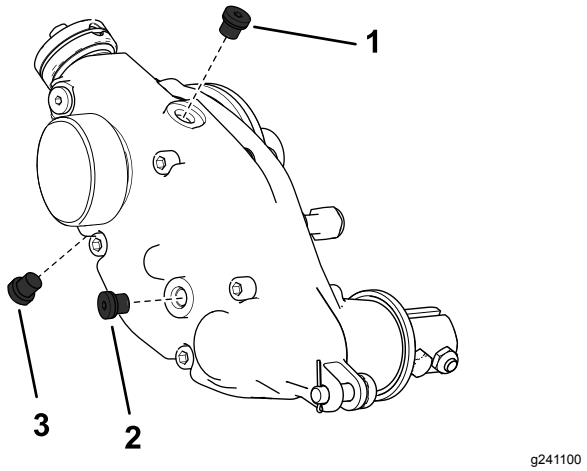

Bild 27
2. Entfernen Sie die Ablassschraube unten am Gehäuse (Bild 27).
3. Entfernen Sie die Füllschraube an der Seite des Gehäuses und lösen Sie die Entlüftungsschraube oben, damit Luft eindringen kann (Bild 27).